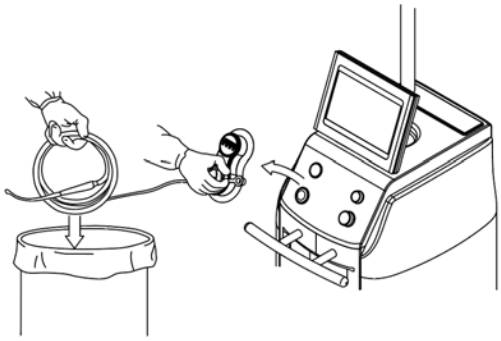

Figure 32 To Remove Manifold and Tubing
e. Properly dispose of the used manifold and attached suction tubing always maintaining the manifold in a horizontal orientation (Figure 32).